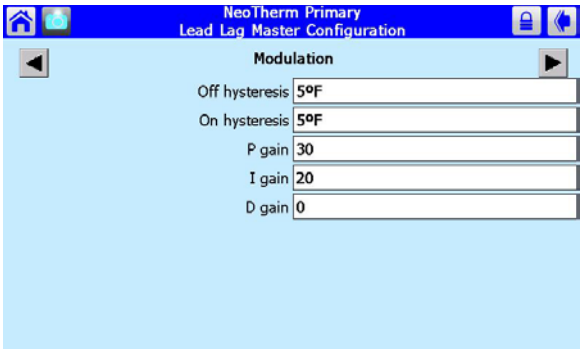

Fig. 83 – Modulation
5. Press the left-arrow or right-arrow until you see the Modulation screen (Fig. 83).